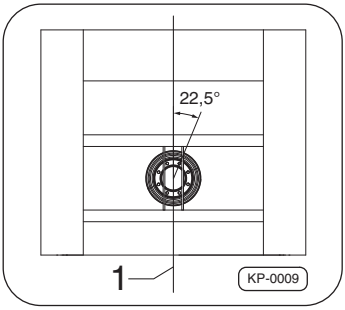

Рис. 8 · Предложение по установке цапфы седельно-сцепного устройства
– Направление действия силы –поз. 1– по центру между двумя винтами крепления (22,5°) ⇒рис. 8.